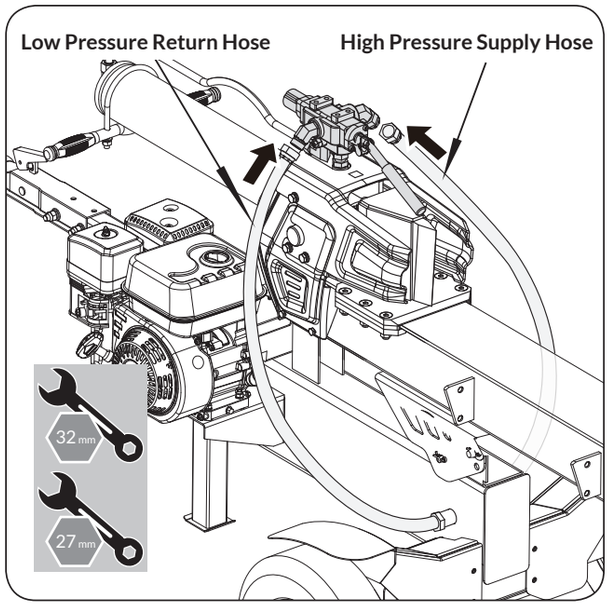

Figure 12
1. Assemble the High Pressure Supply Hose and Low Pressure Return Hose onto the control valve. (See ***Figure 12***)